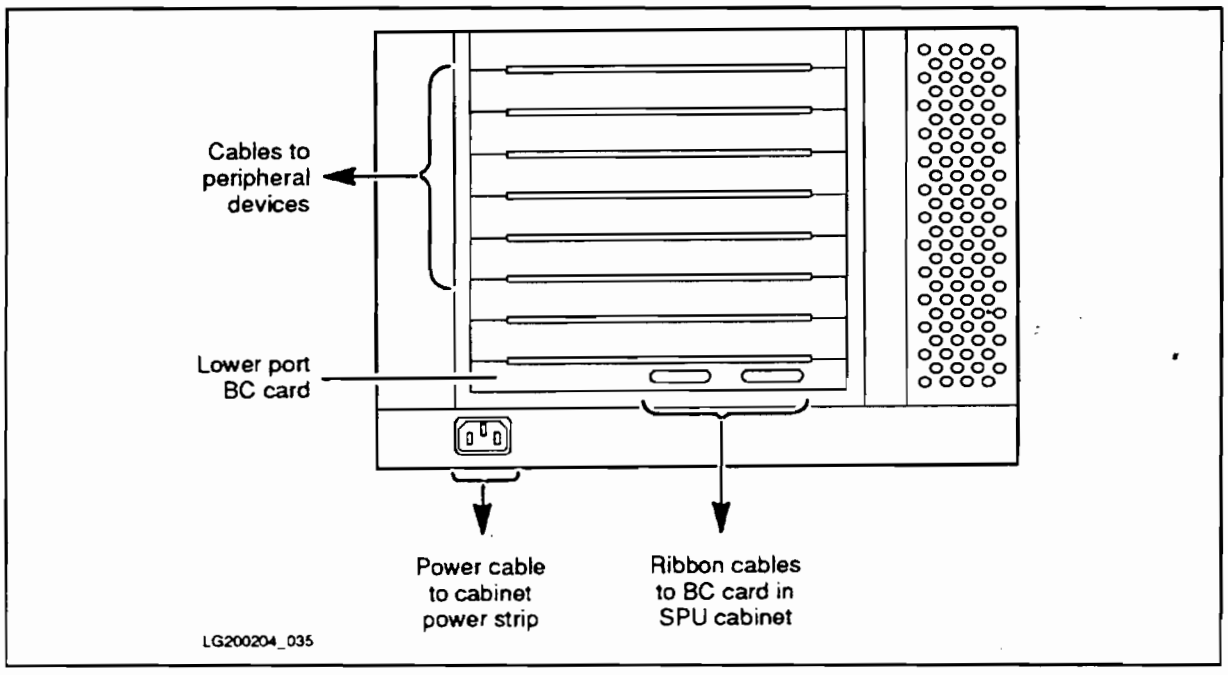

Figure 3-3. Cabling for the External HP-PB Cardcage
5. Install cabling (see Figure 3-3):